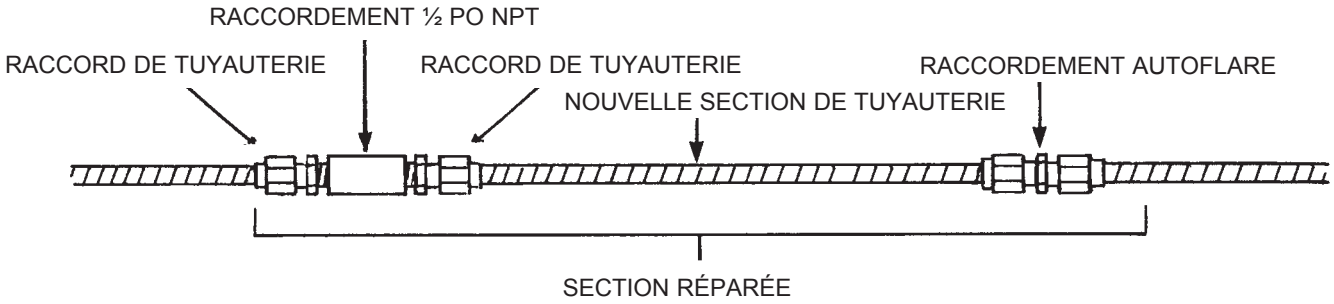

Figure : 5-4 – Réparation d'une conduite endommagée avec un nouveau tronçon de conduite et un raccord de tuyau ou un raccordement AutoFlare
1. Lorsque les réparations ou les remplacements s'appliquent à des systèmes de tuyaux en acier inoxydable ondulé de différents fabricants, les systèmes peuvent être assemblés au moyen de raccords de tuyaux standard et des raccords TAIO recommandés. Figure : 5-4